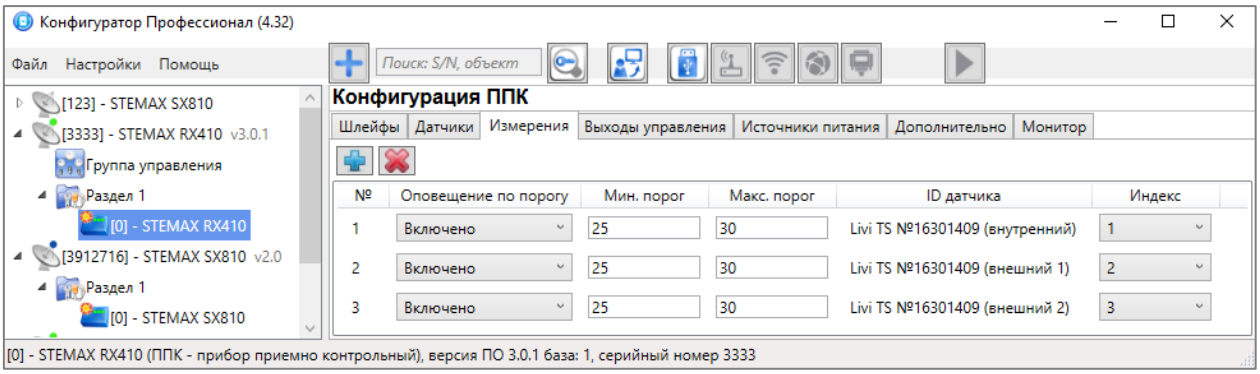

Рисунок 4.38 – Окно *Список найденных датчиков*
2) На вкладке «Измерения» нажмите кнопку в верхнем левом углу (см. рисунок 4.38).
Настройка параметров работы с зарегистрированными датчиками выполняется в таблице с описанными ниже столбцами (см. рисунок 4.38).
Для удаления канала измерения из конфигурации выделите его в списке и нажмите кнопку в верхнем левом углу вкладки (см. рисунок 4.38).